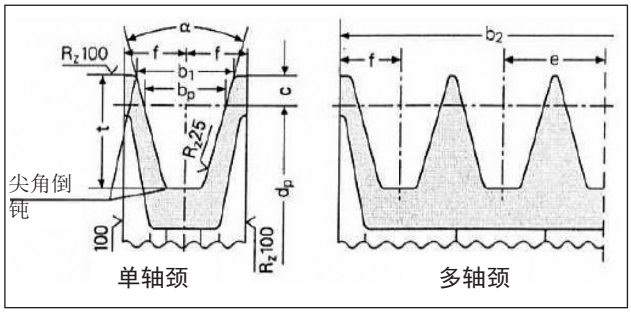

图 9
a) 使用皮带制造商说明/建议轴颈尺寸的V型皮带用皮带轮。如没有指示说明，请出参阅图 9和图 10的表格。